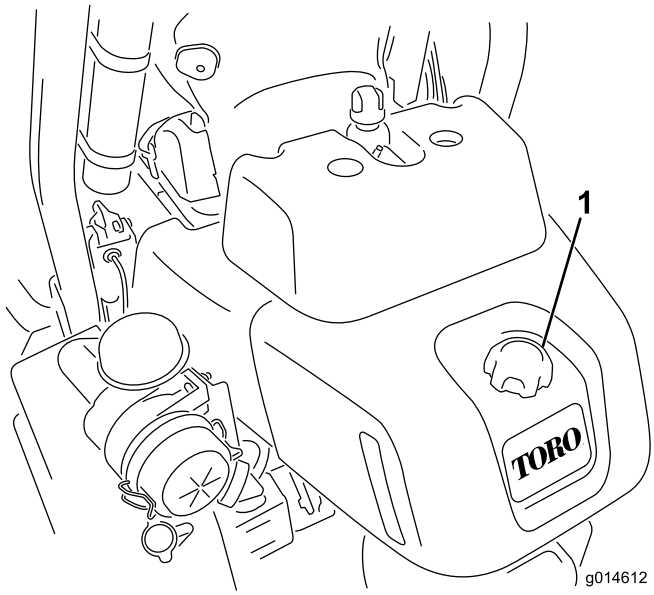

**Figur 29**
1. Gör rent omkring tanklocket (Figur 29).